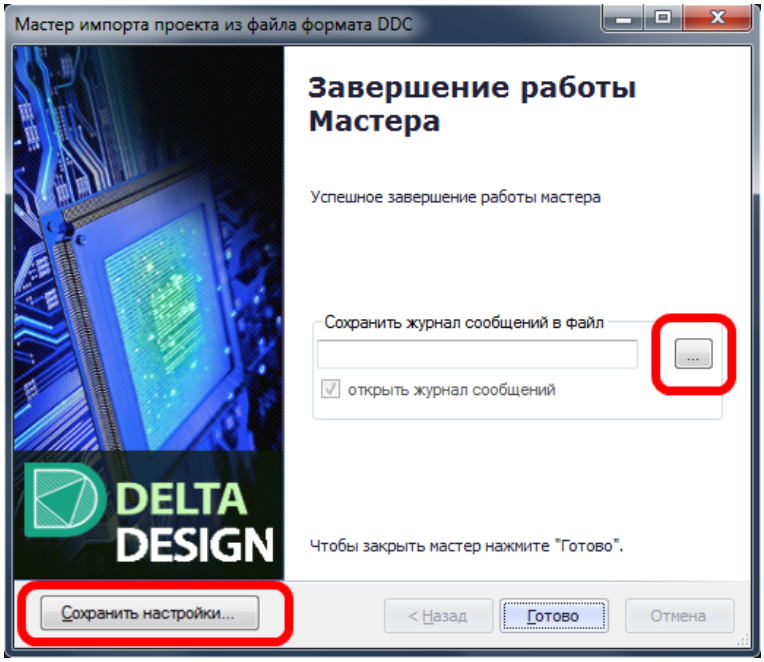

Рис. 356. Заключительное окно мастера импорта проектов Delta Design (DDC)
10. В заключительном окне мастера, см. Рис. 356, будет предложено создать и просмотреть текстовый файл, содержащий протокол импорта проекта, сохранить выбранные при импорте настройки (сопоставления семейств, атрибутов и слоев) и завершить импорт.
Для сохранения текстового файла с протоколом импорта проекта нажмите кнопку ... - «Выбор» (отмеченную на Рис. 356). Если поле «Открыть файл